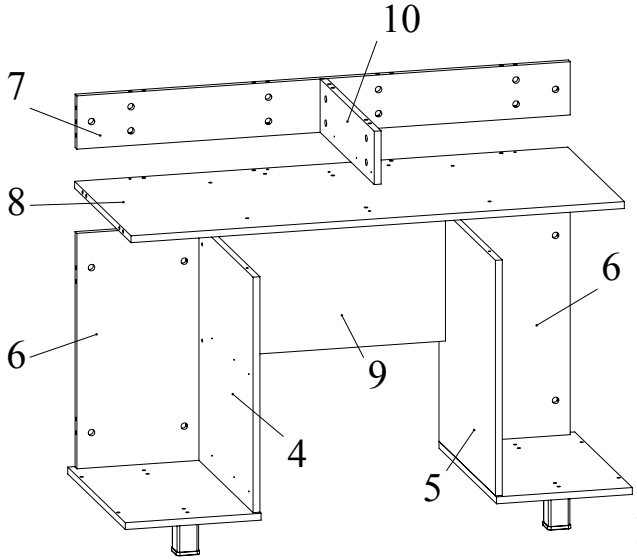

Рис.6
11. Установить перегородку 10 на полку 8 и зафиксировать, повернув конфирматным ключом головки минификсов по часовой стрелке до упора (Рис. 6).
12. Установить заднюю стенку 7 на полку 8 и зафиксировать, повернув конфирматным ключом головки минификсов по часовой стрелке до упора (Рис. 6).
13. Скрепить при помощи конфирматов 7х50 полку 8 с боковинами 4, 5 (Рис. 6).